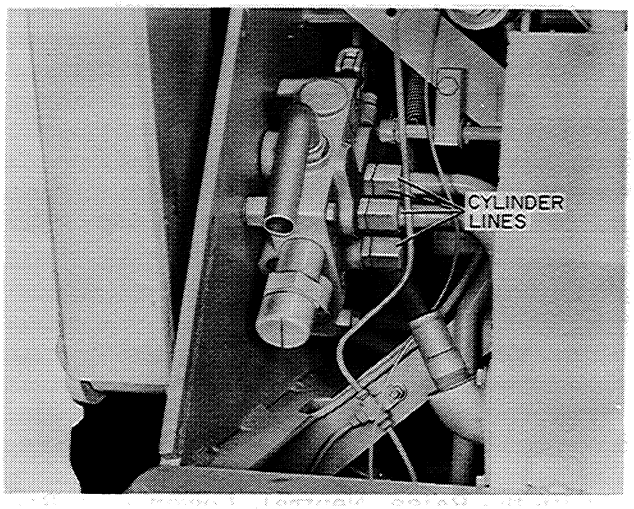

Figure D-4
2. Remove the four cylinder hydraulic lines from the side of the control valve, Figure D-4.